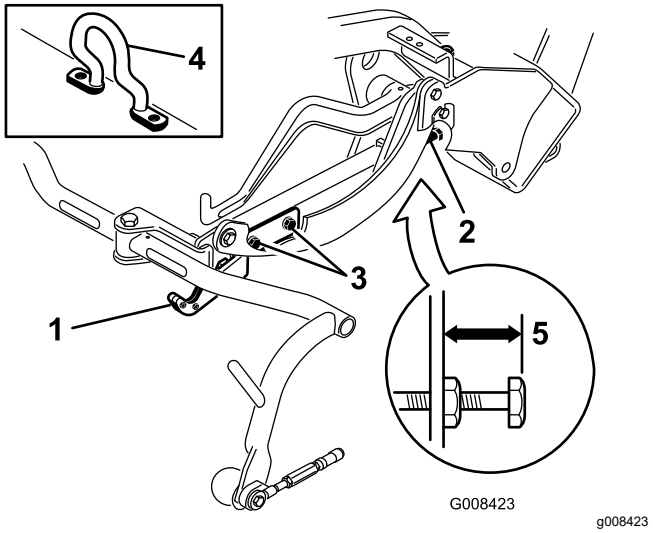
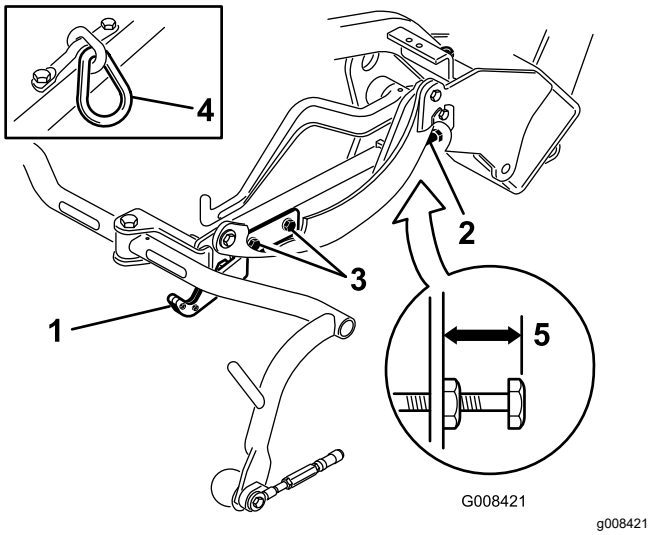
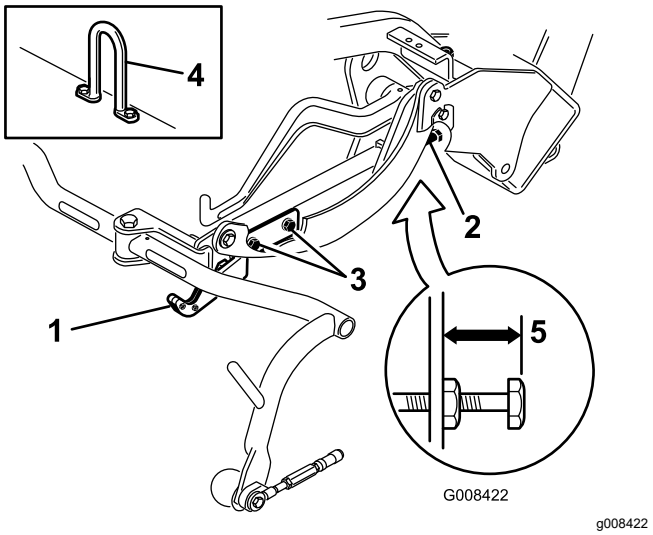

**Figuur 10**
**Figuur 11**
**Figuur 12**
Controleer de transporthoogte (Figuur 11 en Figuur 12) en pas deze indien nodig aan.
2. Controleer bij maaidekken die zijn uitgerust met een excentrieke hefhaak (Figuur 10, inzet) of de afstand vanaf de bovenzijde van de stelschroef op het draagframe tot de achterzijde van het draagframe 25 mm bedraagt. Als deze afstand niet 25 mm bedraagt, ga dan verder met stap 4.
3. Controleer bij maaidekken die zijn uitgerust met een kettingschakel of een rechte hefhaak (Figuur 11 en Figuur 12, inzet) of de afstand vanaf de bovenzijde van de stelschroef op het draagframe tot de achterzijde van het draagframe 22 mm bedraagt. Als deze afstand niet 22 mm bedraagt, ga dan verder met stap 4. Als het maaidek is uitgerust met een excentrieke hefhaak (Figuur 10), ga dan verder met de volgende stap.
4. Draai de montageschroeven van de transportplaat los (Figuur 11, Figuur 12 en Figuur 10).
7. Als de draagframes zich niet op dezelfde hoogte bevinden, draait u de contramoer van de stelschroef op het draagframe los (Figuur 10, Figuur 11 en Figuur 12). Draai de schroef naar buiten om het frame omhoog te brengen en naar binnen om het frame omlaag te brengen. Draai de contramoer vast als u de juiste hoogte hebt verkregen.